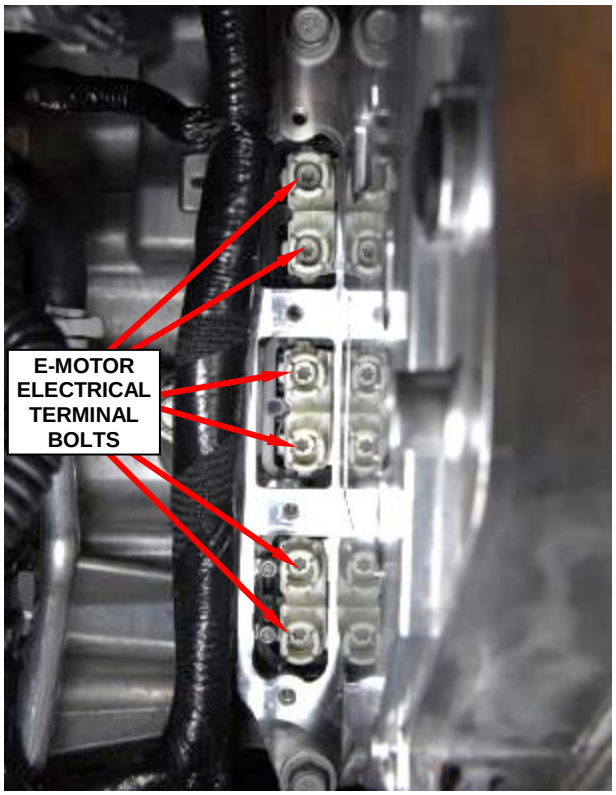

Figure 34 – E-Motor Terminal Bolts
60. Loosen the six captured e-Motor electrical terminal bolts to prepare for PIM removal (Figure 34).
4. Tighten the six captured e-Motor electrical terminal bolts to 11 N·m (97 In. Lbs.) (Figure 34).